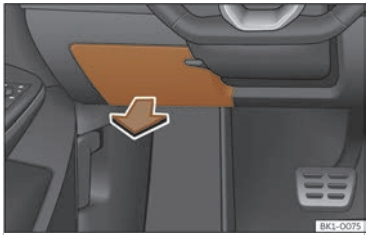

Fig. 179 On the dashboard on the driver side: lid of the fuse box.
- Grasp the back of the cover and remove it in the direction of the arrow ››› **Fig. 179**.